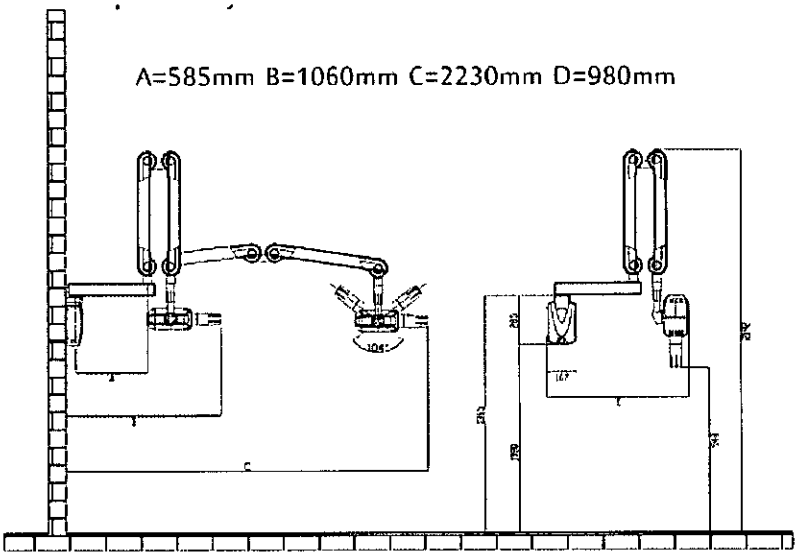

Fig. 2-2
**II. Instalación (Fig. 2-2)**